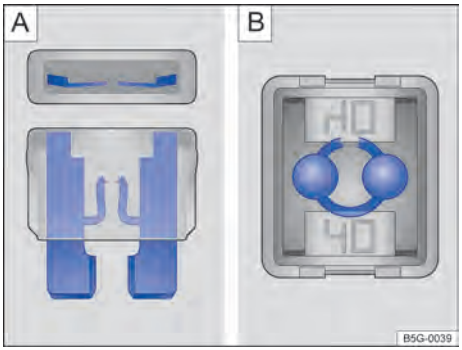

Fig. 196 Fusível queimado: A fusível plano, B fusível de bloqueio. ▶
- Um *fusível plano (ATO®, MINI®)* queimado é reconhecido de cima ou de lado pela carcaça transparente nas faixas metálicas derretidas → Fig. 196 A.
- Um *fusível de bloqueio (JCASE®)* queimado é reconhecido pelas faixas metálicas derretidas por cima da carcaça transparente → Fig. 196 B.